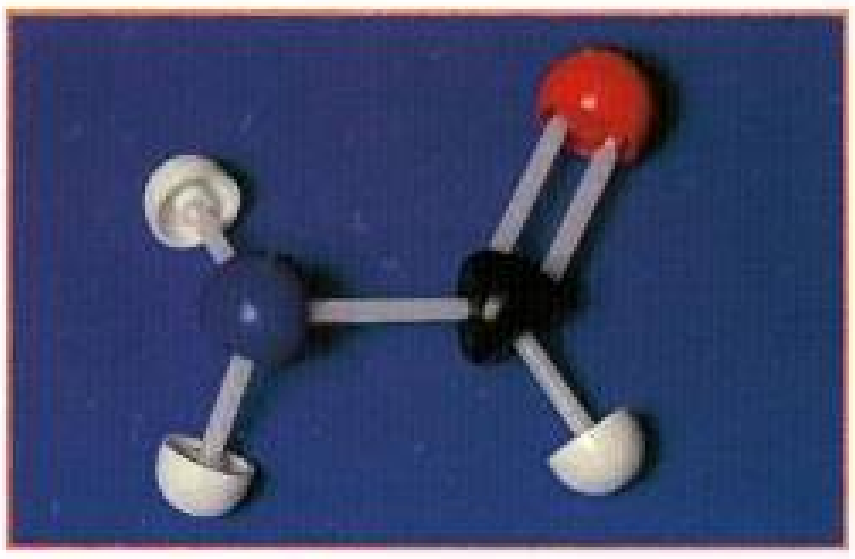

Figure 11.18
- R, R'and R" can be identical or different alkyl groups, R may be replaced by H (Fig. 11.18).